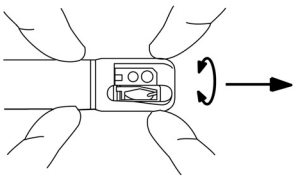

図11
(9)図 11 のように先端カバーの先端をつまんで 4.9N 程度の力量で軽く引っ張って、先端カバーが内視鏡本体先端部からはずれないことを確認する。また、0.05N・m 程度の力量で両方向に軽くねじって、先端カバーが内視鏡本体先端部からはずれないことを確認する。